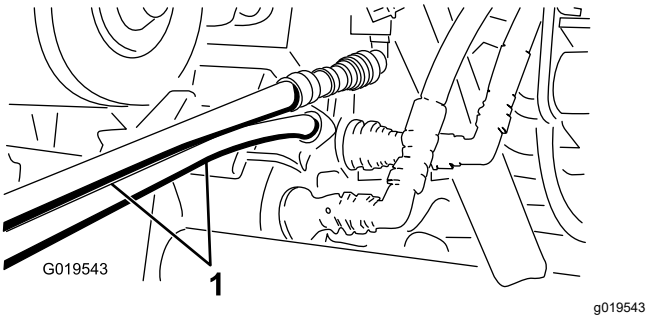

**図 76**
5. 救援側のワークマンのカップラブラケットにまだついているカップラに、救援用ホースを接続する上のホースは上のカップラに、下のホースは下のカップラに接続する図 76。